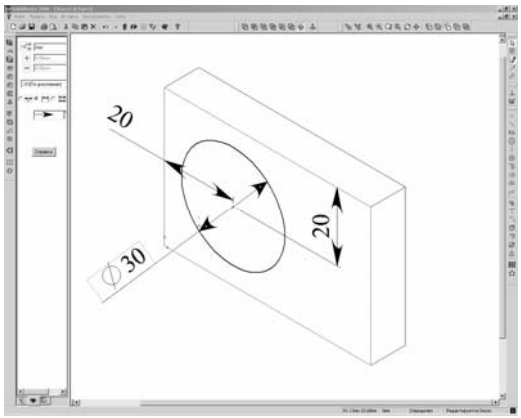

Рисунок 4.3 - Полностью определенный эскиз
6. Нажмите в том месте, где нужно нанести размер диаметра. Установите значение диаметра равное, например, 30 мм. Теперь окружность становится черной, а в строке состояния указывается, что эскиз полностью определен (рис. 4.3).